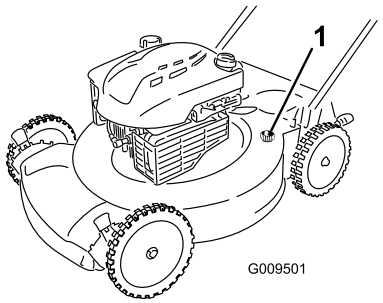

Figur 31
4. Fastgør en haveslange, der er sluttet til vandforsyningen, til gevindporten på maskinens hus (Figur 31).